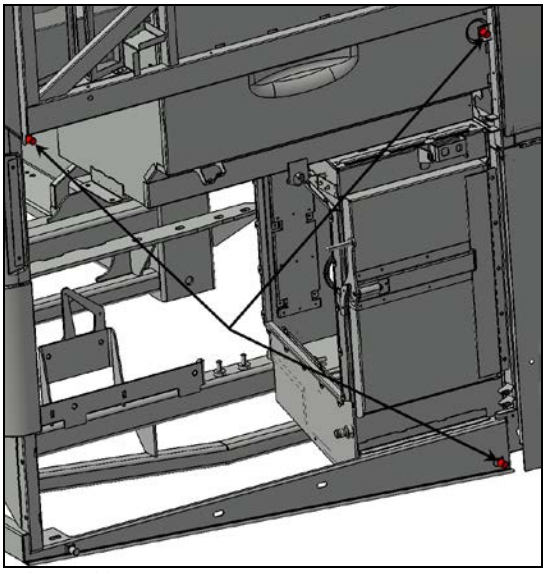
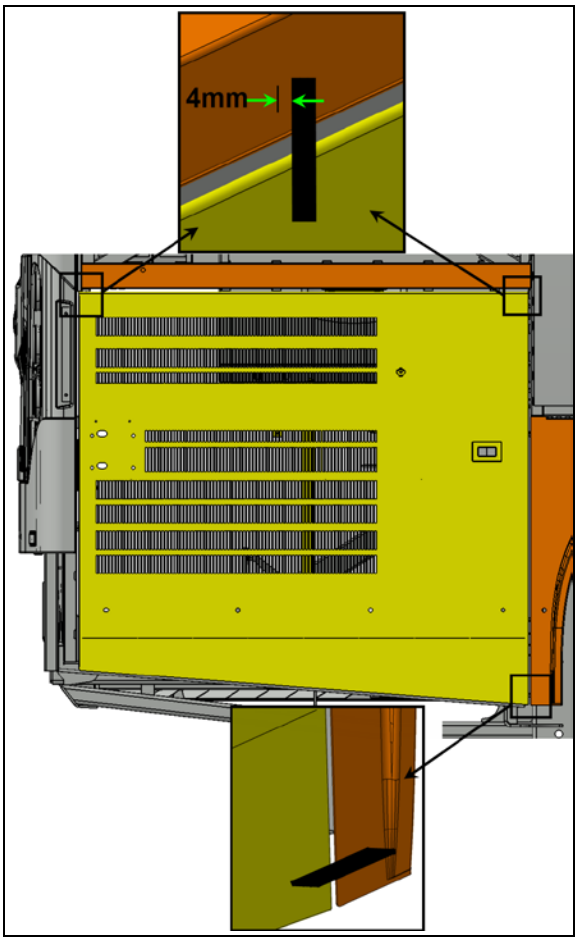

**FIGURE 62**
**FIGURE 63**
19. Screw in or out the two upper stoppers so that the upper part of the door exceeds the horizontal member by 5/32" to 3/16" (4mm to 5mm) (see FIGURE 62 & FIGURE 63).